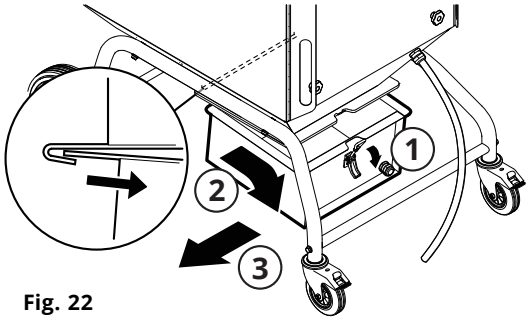

Fig. 22
3. Libérez le verrou excentrique, poussez le transpalette sous le récepteur et sortez-le. Voir la **Fig. 22** pour référence.
7. Poussez le récepteur à poussières sous la poche, voir la **Fig. 22** pour référence.